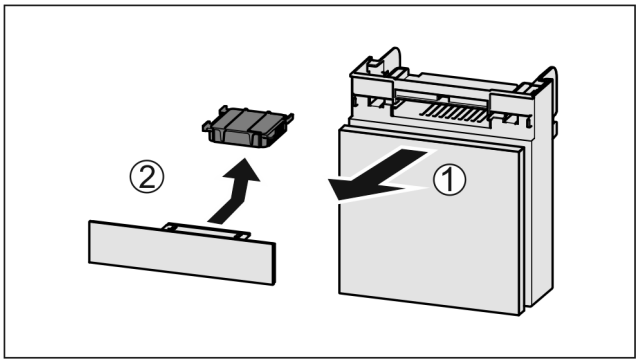

Fig. 38
▶ Estrarre il vano tirando in avanti *Fig. 38 (1)*.
▶ Rimuovere il filtro a carboni attivi *Fig. 38 (2)*.